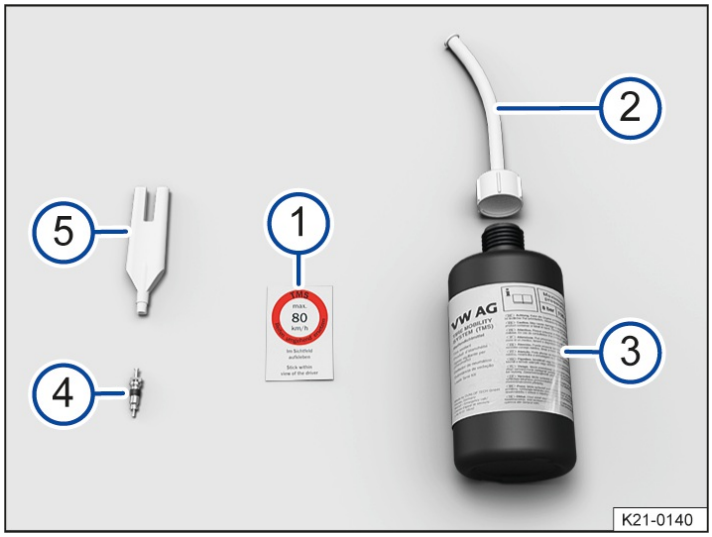

Fig. 1 Components of the tire mobility set(general example).
(1) Label with the speed specification “max. 80 km/h” or “max. 50 mph”.
(2) Tire inflation hose with plug
(3) Tire filler bottle
(4) Replacement valve insert
(5) Valve insert tool
The valve insert tool → *fig. 1* (5) has a slot on the bottom end where the valve insert will fit. Only in this way can the valve insert be removed from the tire valve and reinstalled. This also applies to the replacement valve insert (4).
1. Stick the label from the tire mobility set → *fig. 1* (1) in the field of vision of the driver on the instrument panel.
3. Use the valve insert remover → *fig. 1* (5) to remove the valve insert from the tire valve and place it on a clean surface.
4. Shake the tire inflation bottle → *fig. 1* (3) vigorously back and forth a few times.
5. Attach the tire inflation hose → *fig. 1* (2) to the tire inflation bottle by screwing it on firmly in a clockwise direction. This automatically tears the film on the seal.
6. Remove the sealing plug from the tire inflation hose→ *fig. 1* (2) and insert the open end fully onto the tire valve.
9. Use the valve insert remover to screw the valve insert→ *fig. 1* (5) back into the tire valve.